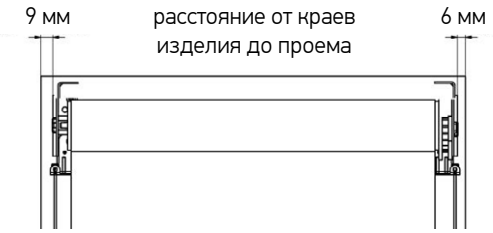

Рис. 2. Зазор между изделием и проемом (при установке с боковой фиксацией)
2. При монтаже изделия **с боковой фиксацией в проем** необходимо, чтобы между краем изделия и проемом со стороны управления оставался зазор не менее 6 мм, а с другой стороны – не менее 9 мм (Рис.2).